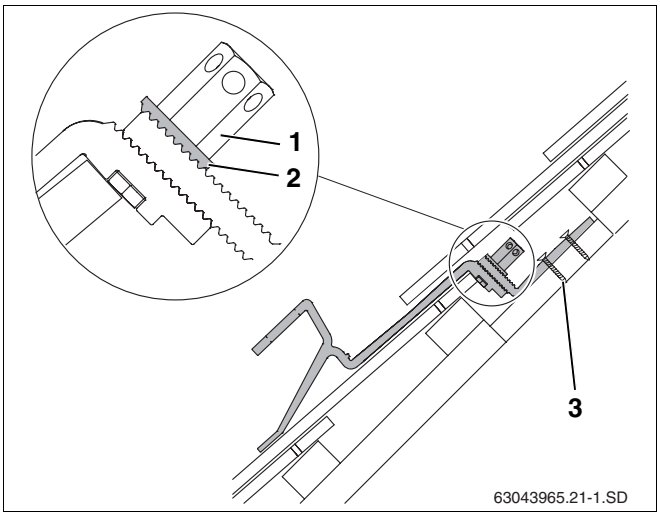

Rys. 19 Zamontowany hak dachowy – fragment dolnej części haka dachowego
Zazębiona podkładka (rys. 19, **poz. 2**) musi wejść w zazębienie dolnej części haka dachowego.
- Dociągnąć długą nakrętkę sześciokątną (rys. 19, **poz. 1**). W tym celu włożyć klucz SW 5 w otwór nakrętki sześciokątnej i obracać nim.
- Zamocować dolną część haka dachowego do krokwi lub deski/belki przynajmniej w pierwszym (rys. 19, **poz. 3**) i drugim otworze, używając odpowiednich śrub.